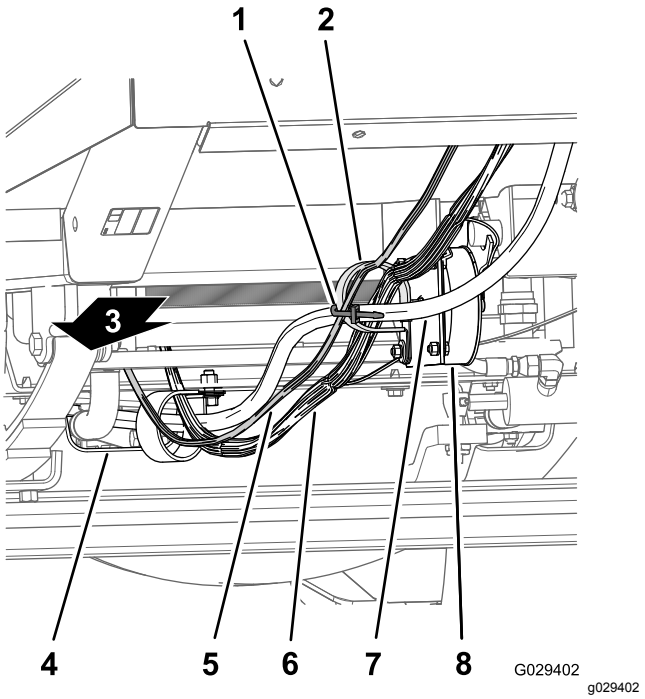
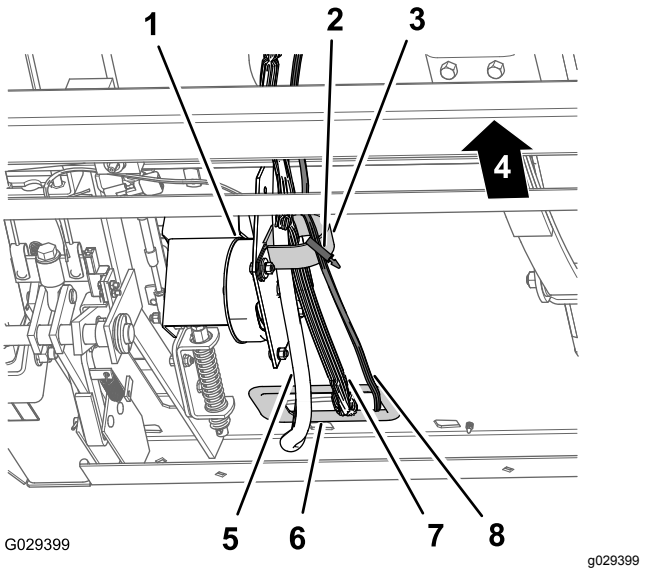

Figur 195
Figur 196
1. Før ledningssatsens instrumentpaneldel på 240 cm langs maskinens ledningssats og styreslanger (under radiatoren), gjennom R-klemmen på bunnen av radiatorstøtten, gjennom R-klemmen på spolen på kjørehastighetsvelgeren (Figur 195 og Figur 196).
kjørehastighetsvelgerspolen (Figur 195 og Figur 196).